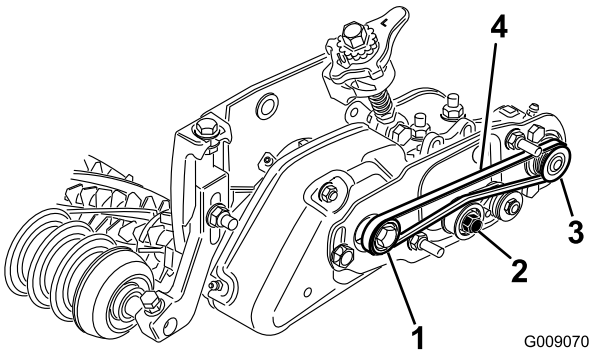

Figura 32
- Passe a correia em redor da polia da **transmissão** e, em seguida, sobre a parte superior da polia intermédia (Figura 32).
- Ligue a correia na polia da **transmissão** (Figura 32).